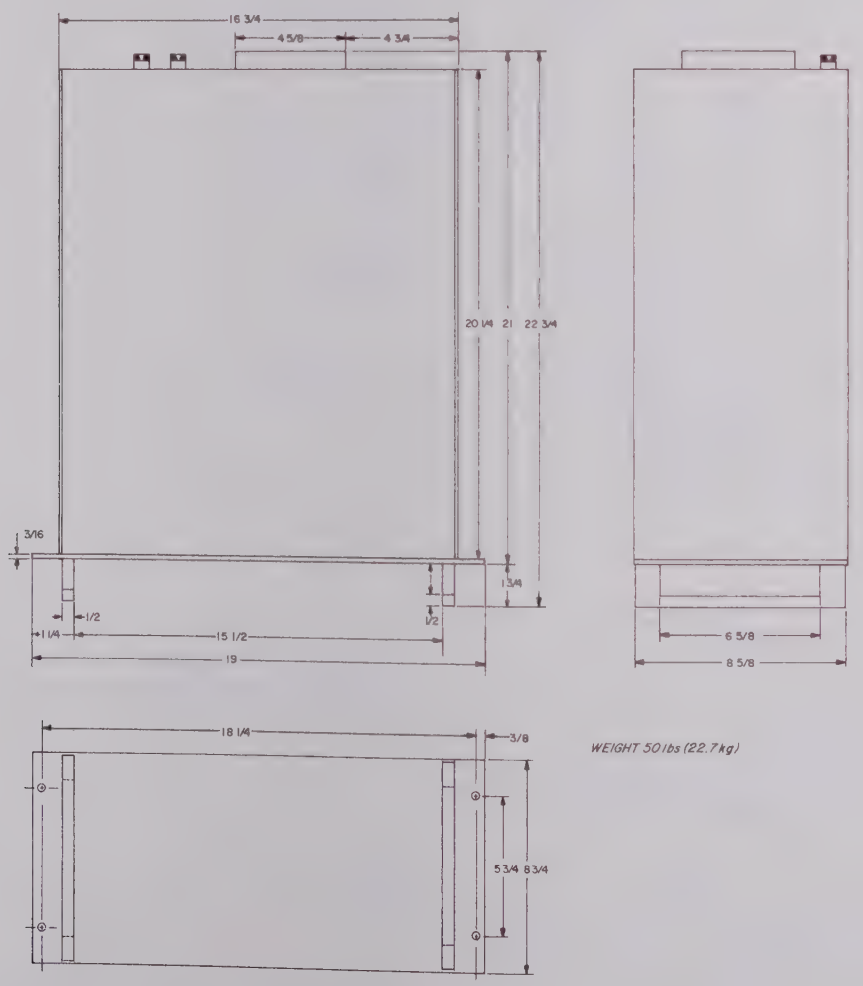

Figure 2-1 System 1010 Outline and Mounting Dimensions
b. Rack Mounting. The System 1010 is designed to be rack-mounted in a standard cabinet using the slides supplied with the instrument. Refer to Figure 2-1 for mounting dimensions. If the instrument is mounted in a rack with other equipment, be sure that warm air from the other units is not drawn into the System 1010 air intake.